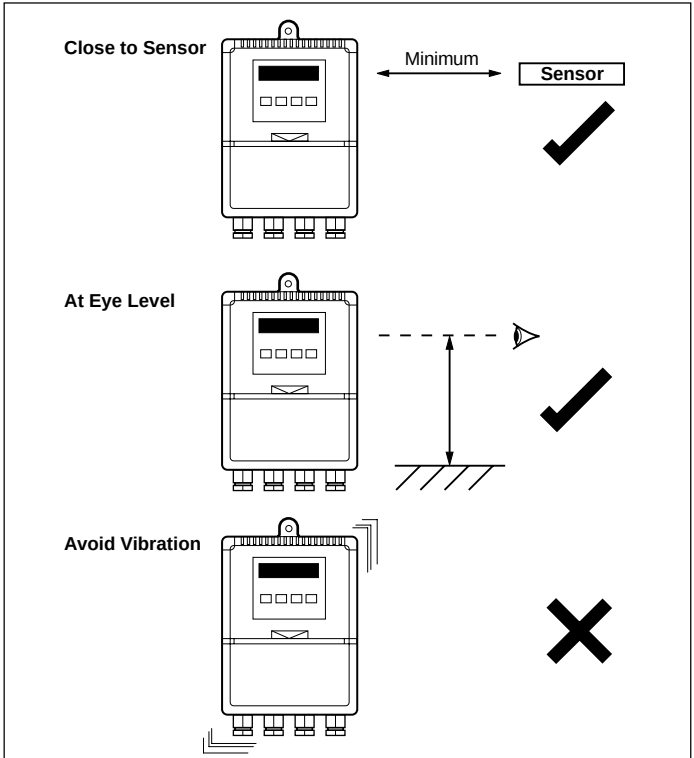

Fig 5.1 Siting – General Requirements
5.1 Siting – Figs 5.1 and 5.2
...5.1 Siting – Figs 5.1 and 5.2